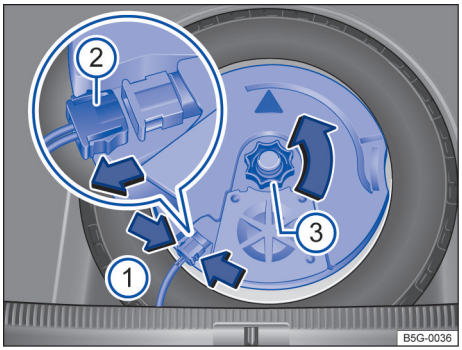

图 218 行李厢内：拆下重低音扬声器
– 用手捏住定位凸缘→ 图 218（箭头 ①）并压紧到止位，并断开连接插头 ②。
– 拔出连接插头 ②，并将拔出的导线放置一边。
– 将手轮 ③ 沿箭头方向拧出。